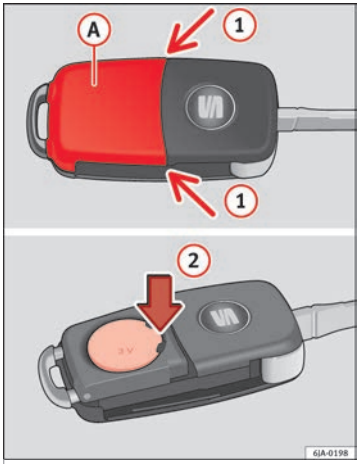

Fig. 37 Remote control key: removing the cover/taking out the battery.
Each remote control key contains a battery that is fitted below the cover (A) ››› **Fig. 37**. If the battery is flat, the red control lamp ››› **Fig. 36** B will not light up when one of the buttons is pressed. We recommend replacing the battery at a SEAT dealer. You can replace the battery yourself as follows. »
– Remove the battery cover by pressing down with your thumb or a flat screwdriver in the location of the arrows (1) ››› Fig. 37.
– Remove the flat battery from the key by pressing downwards in the location of the arrows (2).